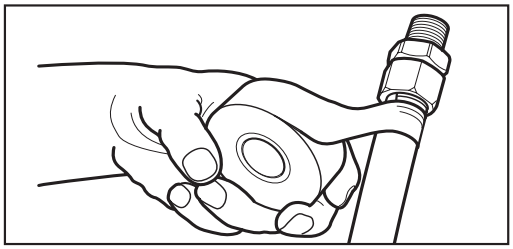

Figure : 4-5 Envelopper avec le ruban en silicone autocollant - commencez sur la gaine
chimiques à base de chlorure ou de lavages acides. (Voir Figures : 4-5 et 4-6).
2. Lorsque ***TracPipe®*** est installée dans la chambre des appareils mécaniques d'une piscine ou exposée à un milieu corrosif qui pourrait être nocif pour la tuyauterie, tous les tronçons de tuyauterie en acier inoxydable doivent être enveloppés de ruban autocollant. (Voir Figures: 4-5 et 4-6).